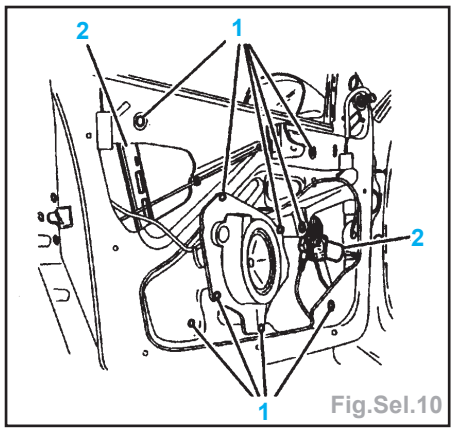

Fig.Sel.10
- A l'aide d'une perceuse équipée d'un forêt Ø 6,4 mm, faire sauter les rivets (1) afin de libérer le mécanisme (2) (Fig.Sel.10).